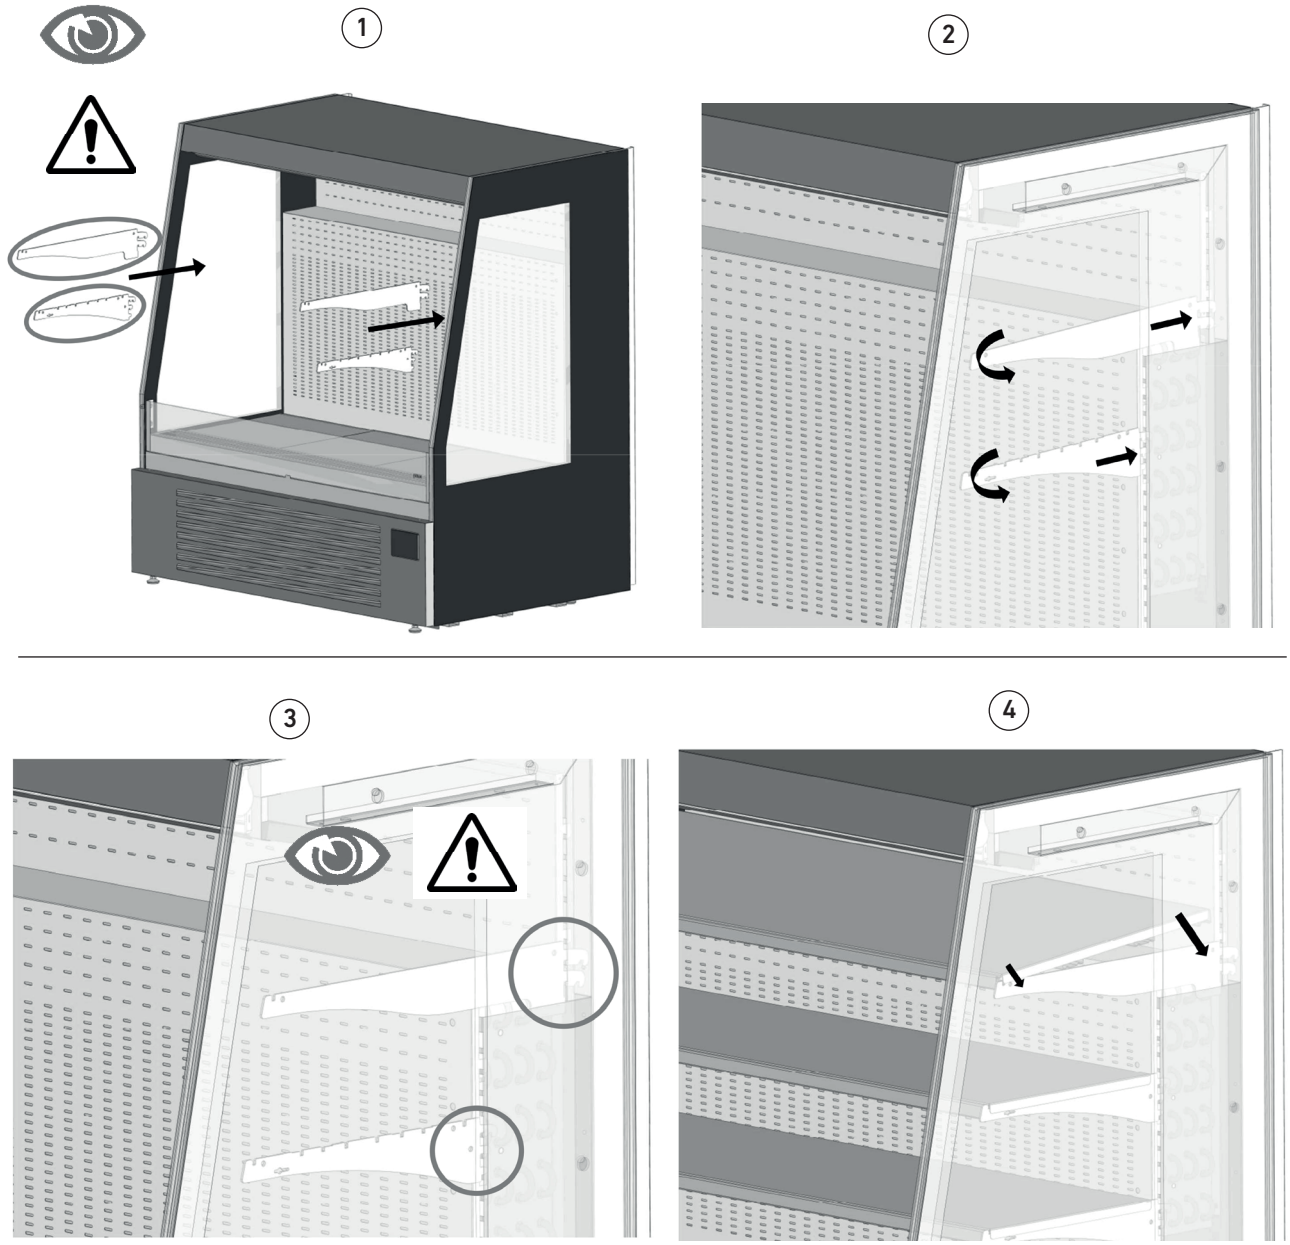

fig. 14
- For the correct insertion of the shelf supports, pay attention to the two types of support (large at the top of the internal step and small at the bottom (fig. 14 part. 1);
- Pull the shelf supports together with the notched side facing the back of the refrigerated chamber and slightly rotate the support downwards to facilitate the opening of the "teeth" in the appropriate seats (fig. 14 part. 2);
- Respect the heights indicated by the load limits of the shelves (fig. 14 part. 3);
- Once all the shelf supports have been placed, place the shelves on them as shown in Fig. 14 part. 4.